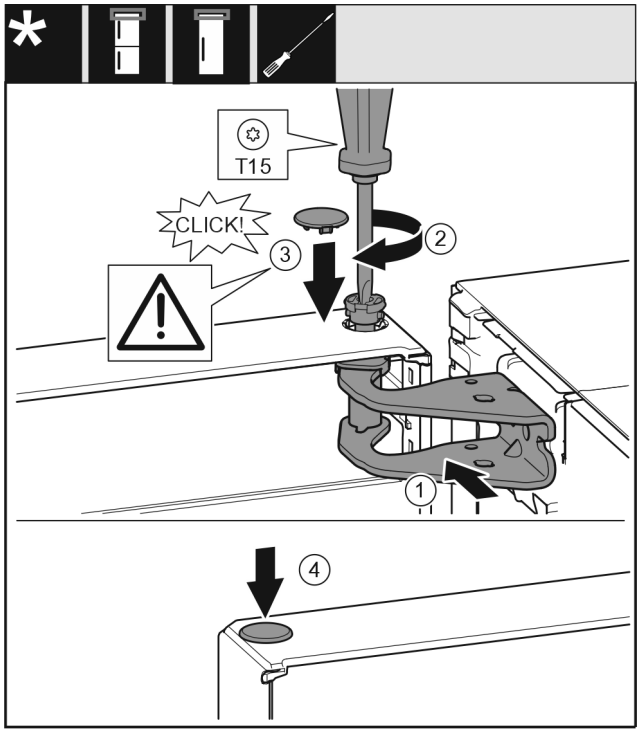

Fig. 23
▶ Align the top door with the opening in the swap bearing block *Fig. 23 (1)*.
▶ Insert the bolt *Fig. 23 (2)* and use screwdriver to tighten it.
▶ Insert the cover *Fig. 23 (3)*.
▶ Check that the cover *Fig. 23 (3)* is resting on the door.
▶ Insert the cover *Fig. 23 (4)*.